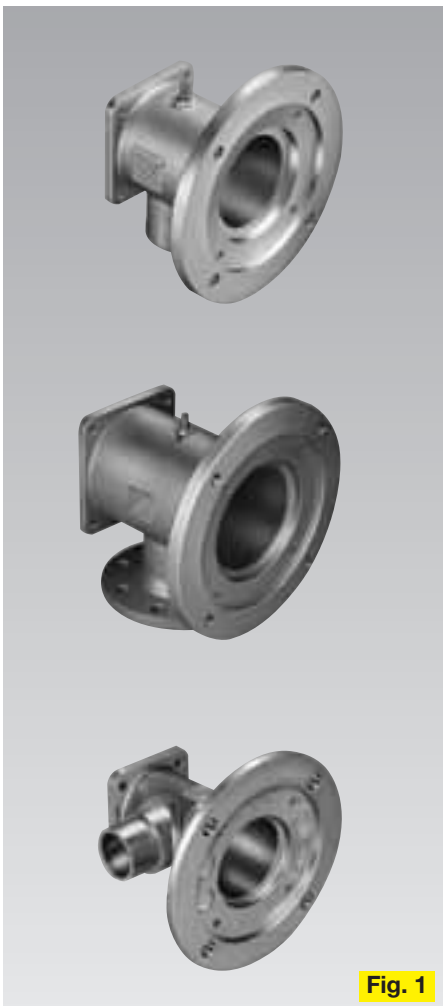

Fig. 1
1. Brennergehäuse und Ofenflansch (Fig. 1)
1. Burner housing and furnace/kiln flange (Fig. 1)
1. Корпус горелки с присоединительным фланцем (Fig. 1)